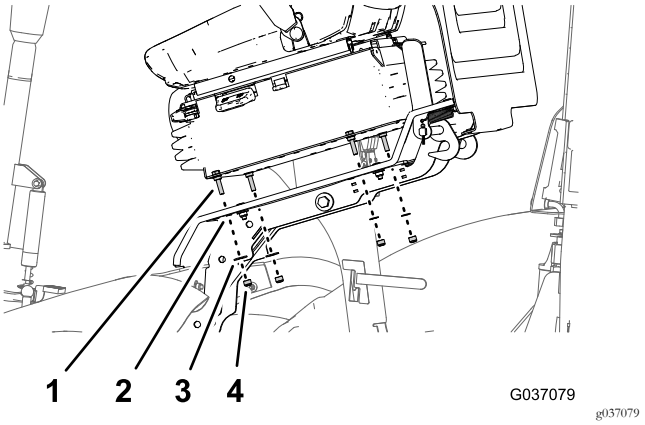

Figura 18
3. Alinhe os quatro parafusos (8 x 25 mm) do banco novo com os orifícios na plataforma do operador (Figura 18).